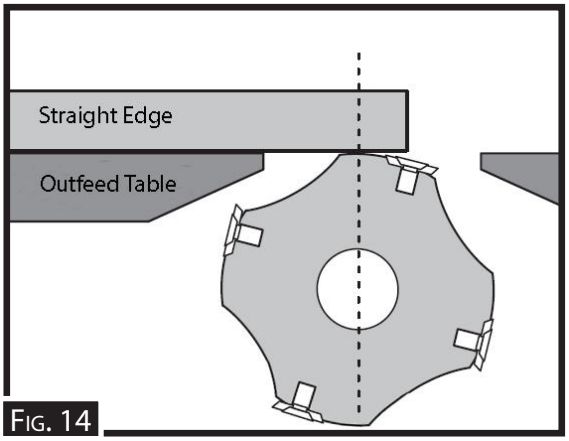

Fig. 14
5. Use a straight edge and feeler gauge to check that the cutter head is parallel with the outfeed table (shim if necessary) (Fig.14) Place the straightedge in position, on one side of the outfeed table and raise or lower outfeed table until the cutterhead body (not the insert) just touches straightedge. (Fig.14) Move the straightedge to the other side to determine if one end of cutterhead body is higher/lower than the other. (Place feeler gauge between cutterhead body and straightedge to determine the height difference.) Place shim under the bearing blocks until parallel.